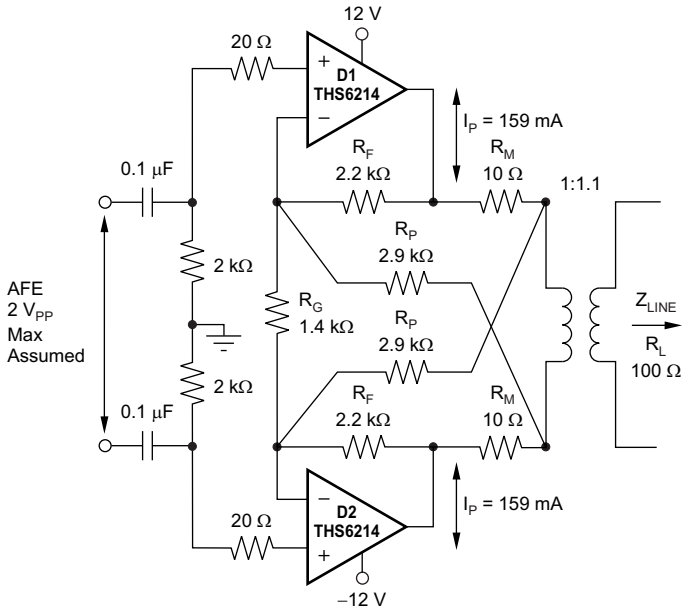

Figure 84. Dual-Supply VDSL Downstream Driver
Evaluating these equations for the THS6214 ADSL circuit and component values of Figure 84 gives a total output spot noise voltage of 38.9 nV/√Hz and a total equivalent input spot noise voltage of 7 nV/√Hz.
Figure 84 shows an example of a dual-supply downstream driver with a synthesized output impedance circuit. The THS6214 is configured as a differential gain stage to provide a signal drive to the primary winding of the transformer (a step-up transformer with a turns ratio of 1:n is shown in Figure 84). The main advantage of this configuration is the cancellation of all even harmonic-distortion products. Another important advantage is that each amplifier must only swing half of the total output required driving the load.
The main design requirements for Figure 84 are to match the output impedance correctly, satisfy headroom requirements, and ensure that the circuit meets power driving requirements. These requirements are described in the *Detailed Design Procedure* section and include the required equations to properly implement the design. The design must be fully worked through before physical implementation because small changes in a single parameter can often have large effects on performance.
For Figure 84, the input signal is amplified with a gain set by Equation 6:
When using a synthetic output impedance circuit (see Figure 84), a significant drop in bandwidth occurs from the specification provided in the *Electrical Characteristics* tables. This apparent drop in bandwidth for the differential signal is a result of the apparent increase in the feedback transimpedance for each amplifier. This feedback transimpedance equation is given by Equation 16:
For the ADSL CO driver design of Figure 84, the peak current is 159 mA for a signal that requires a crest factor of 5.6 with a target line power of 20.5 dBm into a 100-Ω load (115 mW).
With a typical quiescent current of 21 mA and a nominal supply voltage of ±12 V, the total internal power dissipation for the solution of Figure 84 is given by Equation 19:
f. Use the $–V_S$ plane to conduct heat out of the VQFN-24 and HTSSOP-24 PowerPAD packages. These packages attach the die directly to an exposed thermal pad on the bottom, and must be soldered to the board. This pad must be connected electrically to the same voltage plane as the most negative supply applied to the THS6214 (in Figure 84, this supply is –12 V).